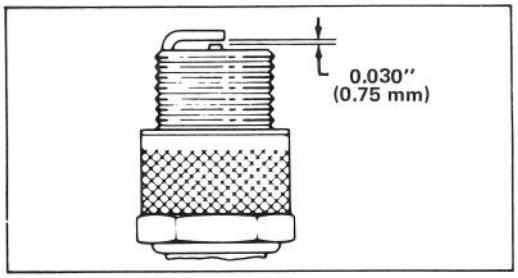

Abbildung 10
3. Luftstrecke auf 0,75 mm einstellen (Abb. 10). Die auf korrekten Abstand eingestellte Zündkerze mit einer Dichtungsscheibe anbringen und auf 20,4 N-m anziehen.
2. Enden der die Benzinleitung an Benzintankstütze haltendn Schelle (Bild 10) zusammendrücken. Schelle an Benzinleitung herunterschieben.